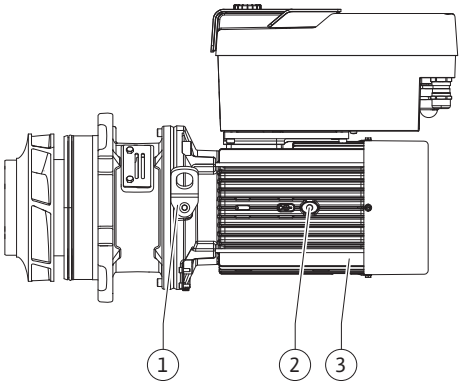

Fig. 108: Motor impeller unit
13. Insert the motor impeller unit (see Fig. 108) into the pump housing in the old or another desired angular position. Observe permitted installation positions of the components (see section “Permitted installation positions and change of the arrangement of components before installation” [▶ 24]).